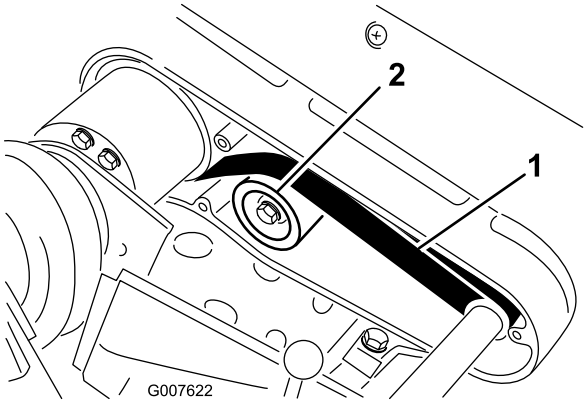

**Figura 42**
2. Verifique a tensão pressionando a correia a meio curso entre as polias (Figura 42) com uma força de 22-26 N. A correia deverá flectir-se 6 mm.
A. Desaperte a porca de montagem da polia intermédia e incline-a para o lado de trás da correia até que obtenha a tensão desejada da correia (Figura 42).